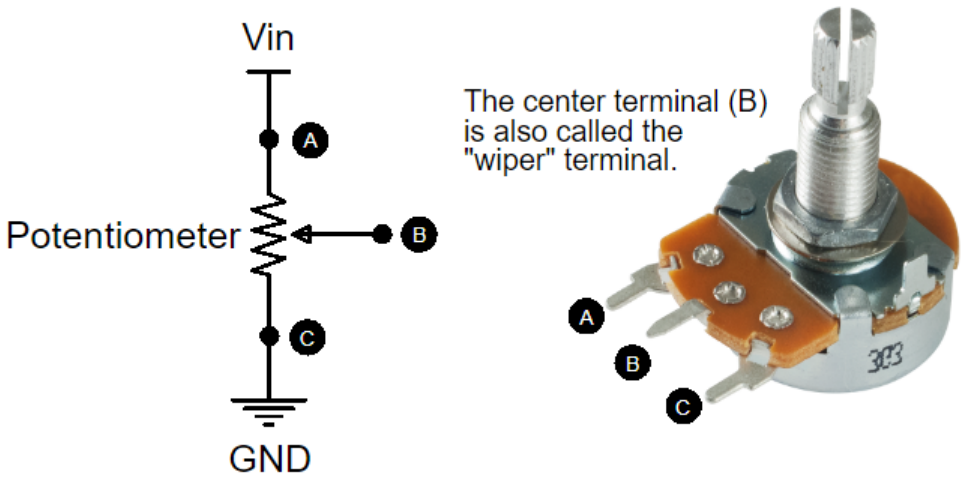

Figure 6.9 – A potentiometer is a voltage divider
1. Place the 10kΩ potentiometer on your breadboard. You'll notice that I have marked Terminals A, B, and C so that they match the labeling shown in *Figure 6.9*.